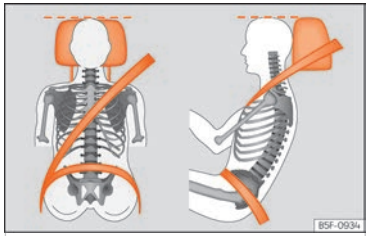

Fig. 18 Correct belt web and headrest positions
your head and under no circumstances below eye level. Keep the back of your neck as close as possible to the headrest ››› Fig. 18.
- Adjust the seat lengthwise so that you can fully step on the pedals with your knees slightly bent and there is a distance between the knee area and the instrument panel of at least 10 cm (4 inches) ››› Fig. 18.